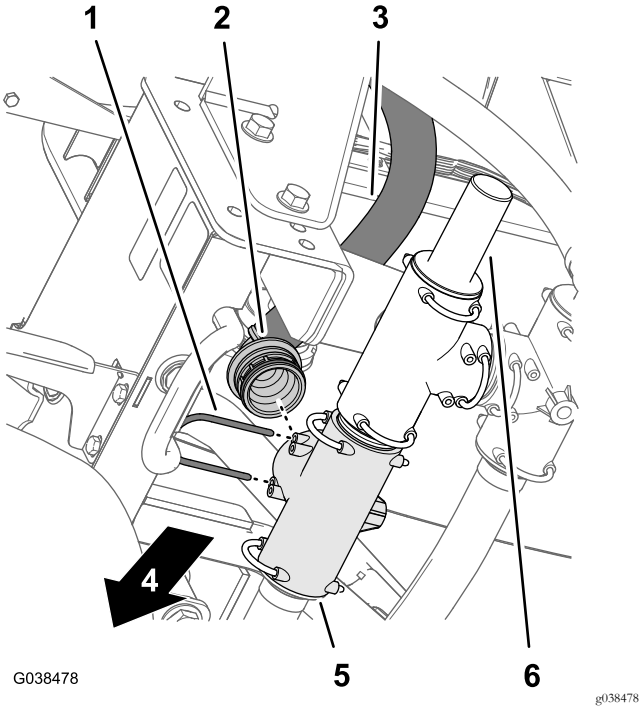

Figura 75
4. Monte a união estriada de 90° no tubo de fornecimento do pulverizador na união em T dianteira esquerda (Figura 75).